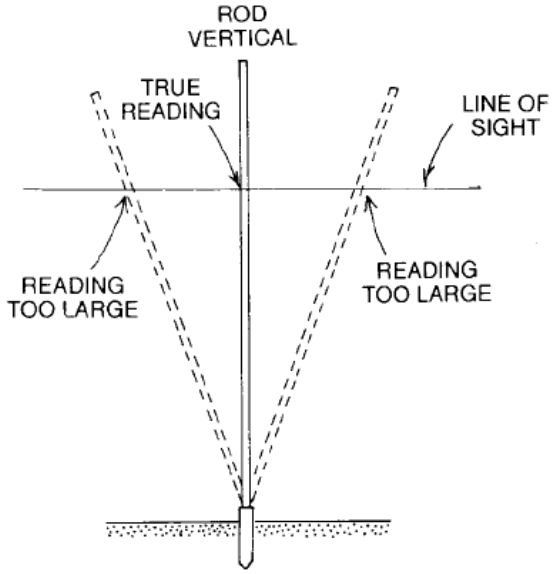

Figure 7—Diagram depicting how swaying the stadia rod back and forth captures the height of the stadia rod when level
1. Position the stadia rod at Transect A, holding the bottom of the rod at left wet (or thalweg if dry) as vertical as possible with the numbers facing the auto level. To ensure the correct height is recorded the stadia rod should be slowly rocked forward and backward, recording the minimum rod reading (fig. 7). The true reading occurs at the minimum value when the rod is plumb (level).